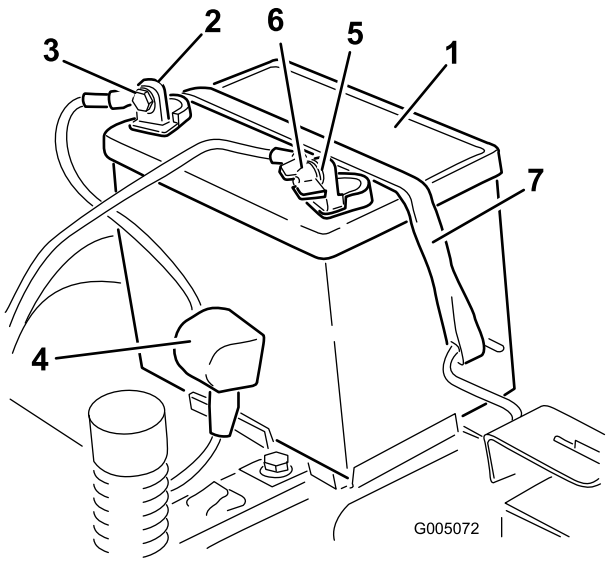

Figuur 44
4. Maak de minkabel (zwart) los van de accupool (Figuur 44).
6. Maak de pluskabel (rood) los van de accupool (Figuur 44).
7. Verwijder de bevestigingsband van de accu (Figuur 44) en til de accu uit de accubak.
1. Plaats de accu in de bak (Figuur 44).
5. Zet de accu vast met de bevestigingsband (Figuur 44).